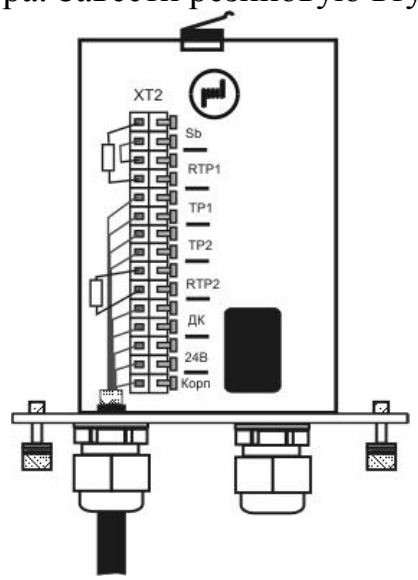

Рис. 10.23
10.4.2 Уложить и закрепить кабели связи. Выкрутить два невыпадающих винта и снять крышку БПУ. Произвести ввод кабеля связи с ППК в коммутационный отсек БПУ (рис. 10.23). Для чего освободить на 70…80 мм изолированные проводники кабеля от защитных и экранирующих покры-
10.5.1 В соответствии с электрической схемой проекта произвести подключение проводников кабеля к контактам зажимов расположенным на обратной стороне шасси, (см. рис. 10.23, рис. 10.25). В зажимы «RTP1» и «RTP2» установить контрольные резисторы. Пары контрольных проводов от ППК подключить к зажимам «ТР1» и «ТР2». В случае контроля цепи ТРЕВОГА на зажимах ТР1(2) БПУ без внешнего резистора (перемычка в зажимах RTP), необходимо ограничить ток значением не превышающим 100 мА. Пару проводов «24 В» от блока питания подключить к двум зажимам «24В». Пару проводов «ДК» от кнопки или реле дистанционного контроля подключить к двум зажимам «ДК». Аккуратно уложить проводники.